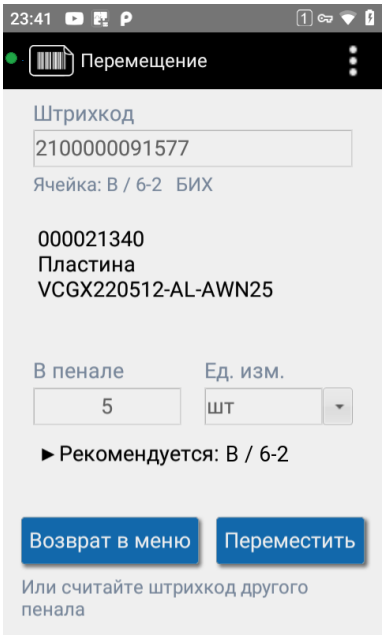

Рисунок 50. Перемещение одного пенала
1. Нажмите «Один» и считайте ШК пенала. Откроется информация о нём (см. Рисунок 50).